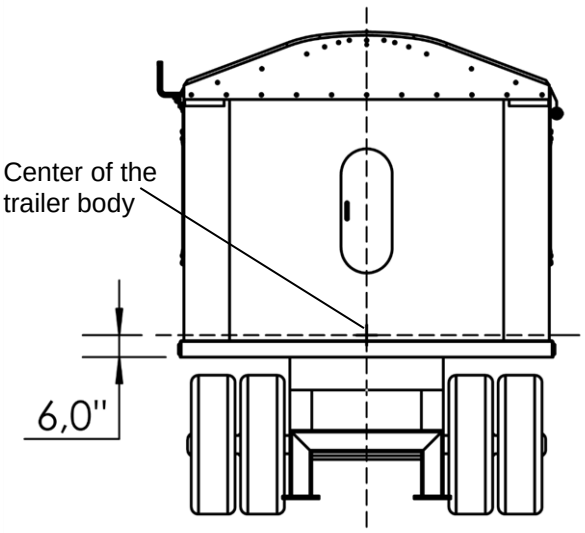

Figure 1
1. **Figure 1.** Find the center of the trailer body and measure 6” downwards from the bottom of the body as shown.